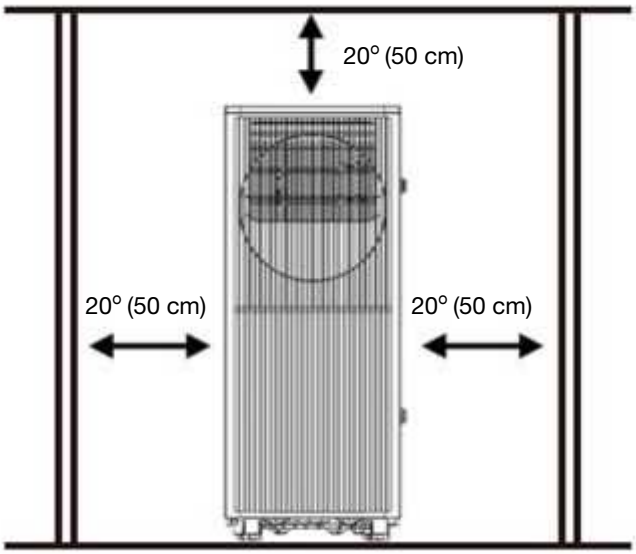

Afb. 4
- Een verwijderingsairconditioner moet op een vlakke en lege plaats rondom worden geïnstalleerd. Blokkeer de luchtuitlaat niet en de vereiste afstand rondom moet minstens 50 cm zijn. (Zie Fig.4)